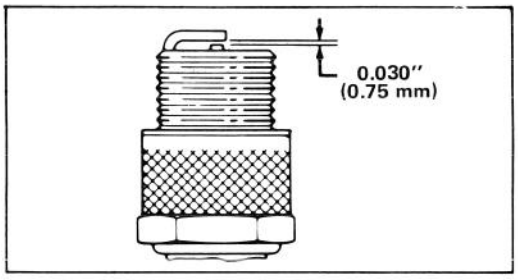

Figure 10
3. Fissate la distanza fra gli elettrodi a 0,75 mm (Fig. 10). Installate la candela correttamente distanziata e la relativa guarnizione. Stringetela forte a 20,4 N,m.
2. Stringete le estremità della grappetta che regge la linea del carburante sull'accessorio del serbatoio (Fig. 10). Fate scorrere la grappetta lungo la linea del carburante.